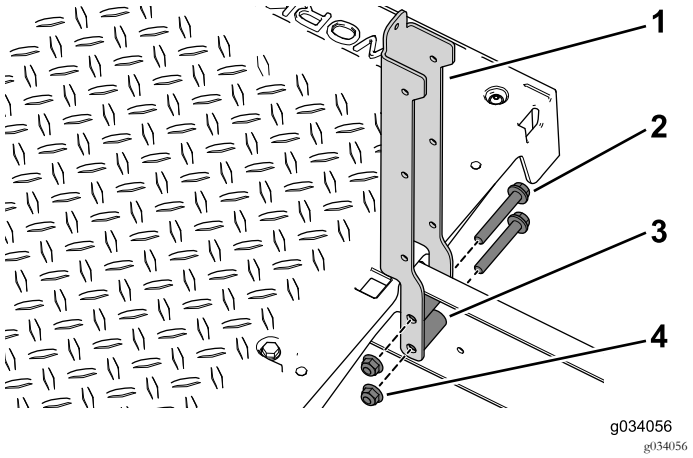

Figur 39
3. Brug de fire flangebolte (3/8 x 2-1/2 tomme), afstandsbøsninger og flangemøtrikker til at fastgøre venstre og højre sædestøtte på maskinen (Figur 39).